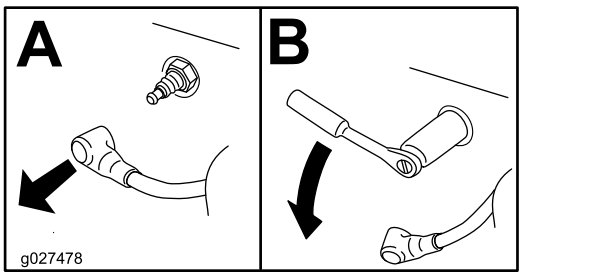

Rysunek 27
4. Wymontuj świece zapłonowe zgodnie z Rysunek 27.